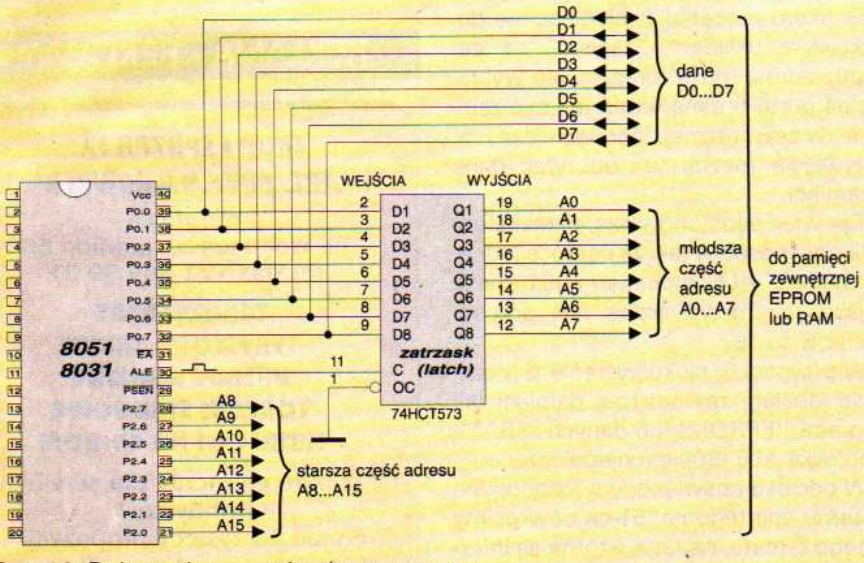

Rys. 10. Dołączanie zatrzasku do procesora.
Różnica między nimi polega jedynie na innym wyprowadzeniu końcówek, reszta działa tak samo. **Rysunek 10** pokazuje sposób dołączenia zatrzasku do procesora 8051. W momencie kiedy 8051 wystawi na port P0 młodszą część adresu (A7...A0), daje temu sygnał, zmieniając stan na końcówce ALE z niskiego na wysoki. W efekcie po nadejściu tym razem opadającego zbocza sygnału ALE, dana (adres) z portu P0 zostaje zapisana w zatrzasku 74373 (573). Teraz na ośmiu jego wyjściach adres będzie utrzymywany niezależnie od zmieniających się stanów w porcie P0 aż do nadejścia następnego sygnału z końcówki ALE. Skoro procesor posługując się dodatkowym układem "zapisał" na zewnątrz adres, może teraz śmiało wystawić na port P0 daną, która ma być zapisana w zewnętrznej pamięci danych. Oczywiście można też odczytać dane z pamięci.